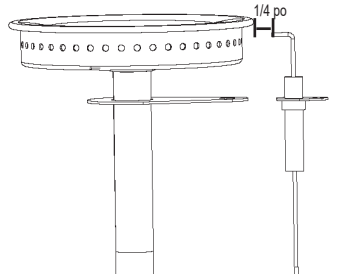

Fig. 2
- Vérifiez si la tige d'allumage est correctement espacée et alignée sur le brûleur. La tige d'allumage devrait se trouver à environ 1/4 po du brûleur et être alignée sur le haut du port d'un brûleur (fig. 2). Confirmez si l'espacement est correct en appuyant sur le bouton d'allumage et en vous assurant qu'une étincelle se produit entre la tige d'allumage et le brûleur.